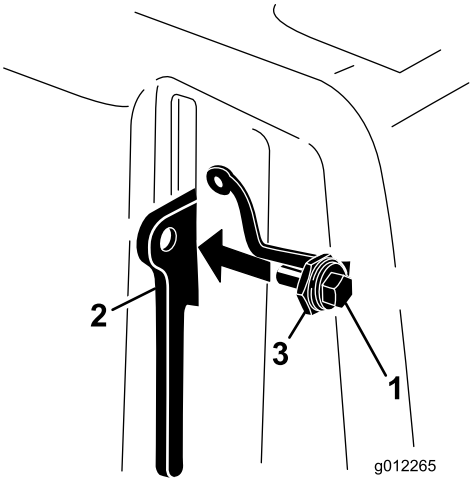

Figur 10
3. Før bolten inn i låsespaken på remdekselet (Figur 10).